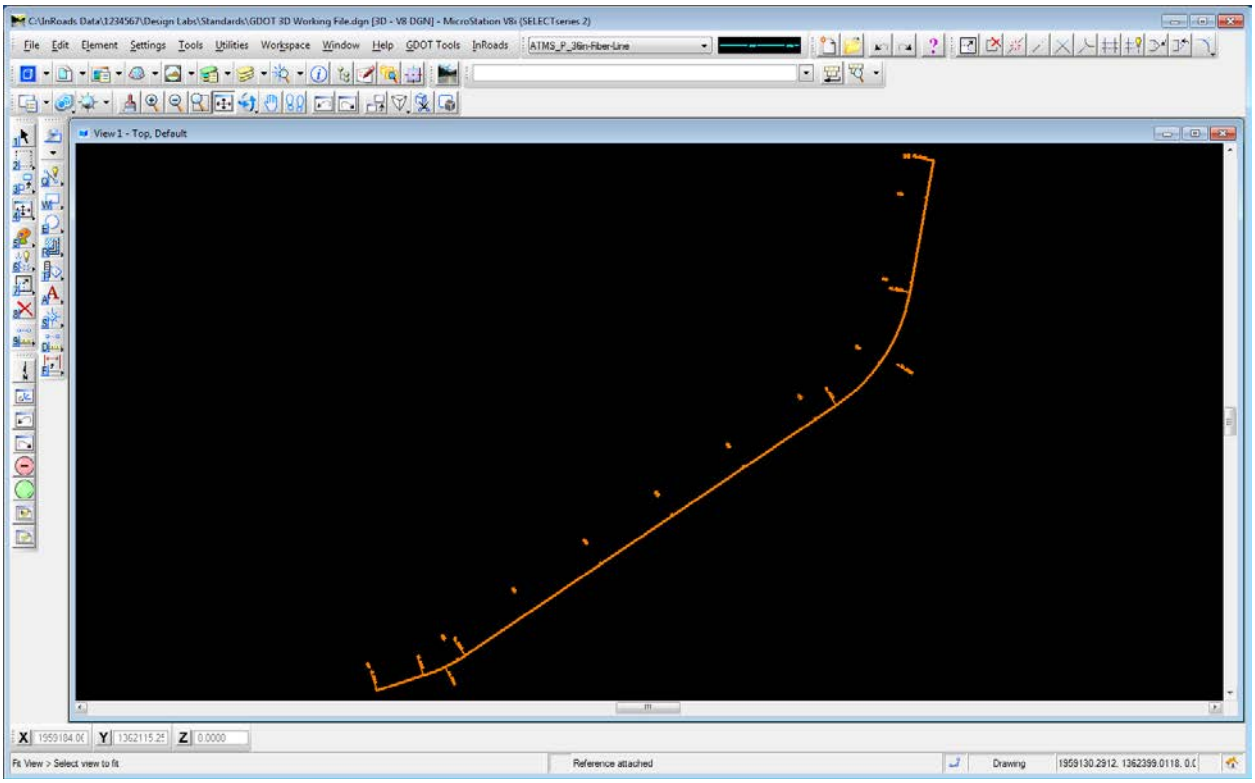

Figure L10-3 MicroStation View Window
14.	**Enter the Logical Name in the Reference Attachment Settings dialog.** • In the **Logical Name:** field -- enter the name: ***MAIN*** • Accept the rest of the Default Settings and click **OK**. • The **1234567MAIN.dgn** Reference File is attached. • **Close** the **References** Window by clicking the Red (X) in the upper right corner of the dialog box. • In MicroStation, click the **Fit View** icon ( ) and the Reference File (**1234567MAIN.dgn**) will view as shown in *Figure L10-3*.